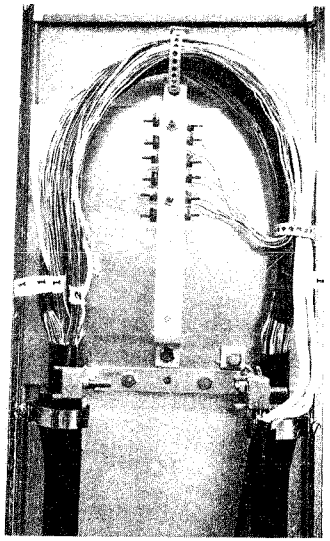

Fig. 8—Dressing Terminal Block Leads
(1) Separate the cable pair assigned from the assignable count binder group. Make certain that these conductors are not broken or damaged.
(2) Take the terminal block leads which are connected to the binding posts and dress them through the two B Cable Tie retainers to a position in the straight portion of the cable run as shown in Fig. 8. This will provide the necessary length required for fusing protection and sufficient slack if rearrangement of the block lead should be required.
(3) Bridge the tip and ring terminal block wire leads to the tip and ring conductors